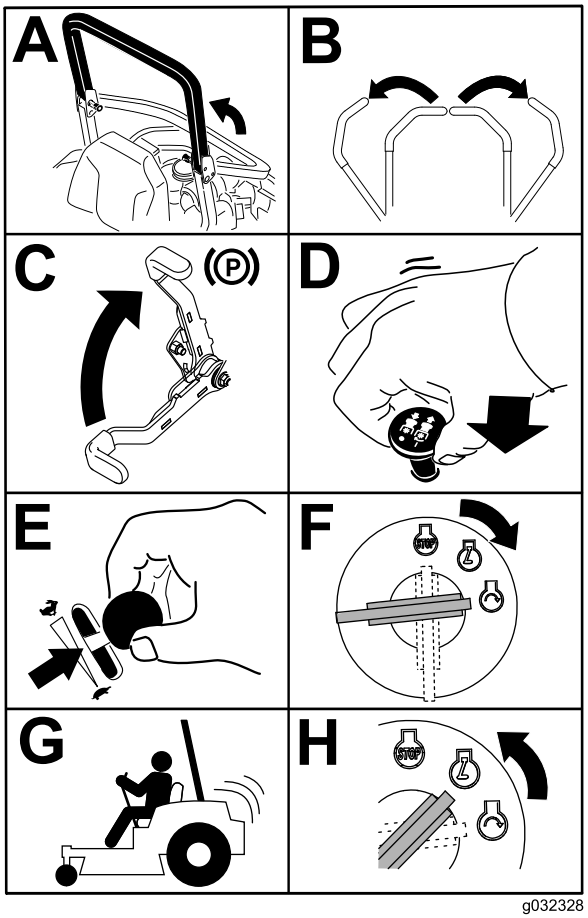

Figur 22
4. Flyt kontakten til regulering af skæreknivene (kraftudtag) til positionen OFF (fra) (Figur 22).